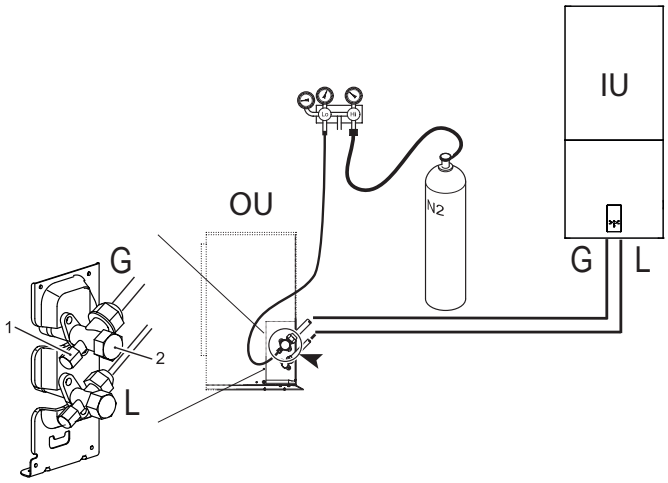

fig. 14 - Prueba de estanqueidad de aire y detección de fugas
- Estando los grifos de la unidad exterior totalmente cerrados, retire el tapón del grifo de servicio (parte 1 - fig. 14) y el racor (parte 2 - fig. 14) de la válvula de gas (aquella más grande)